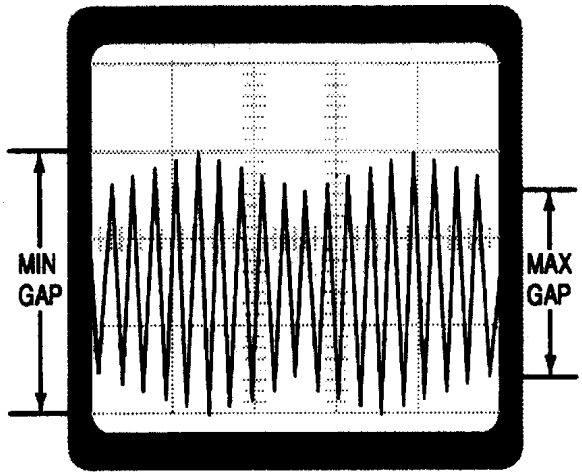

Figure 5. Signal With Test Set Adjusted To Read Minimum Gap
c. Adjust MILS GAP control until waveform peaks (figure 5) are in line (as closely as switch position will allow) with the bottom and third reference grid lines (Minimum Gap). Note reading of MILS GAP control and record.